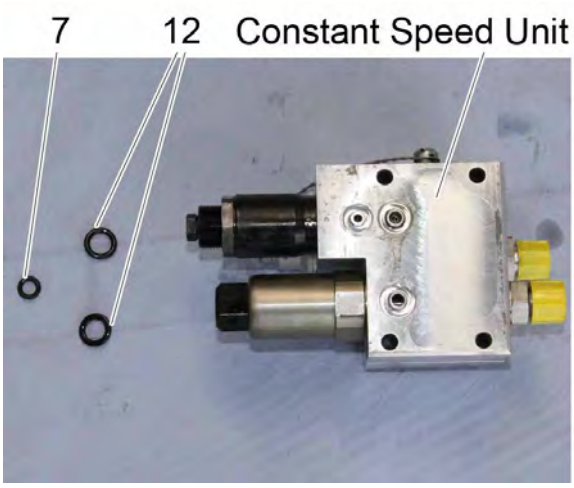

Bild 17
14. Den kleinen O-Ring (item 7) und die beiden großen O-Ringe (item 12) in die entsprechenden Vertiefungen der Constant Speed Unit (CSU) einfügen. Siehe Bild 17.